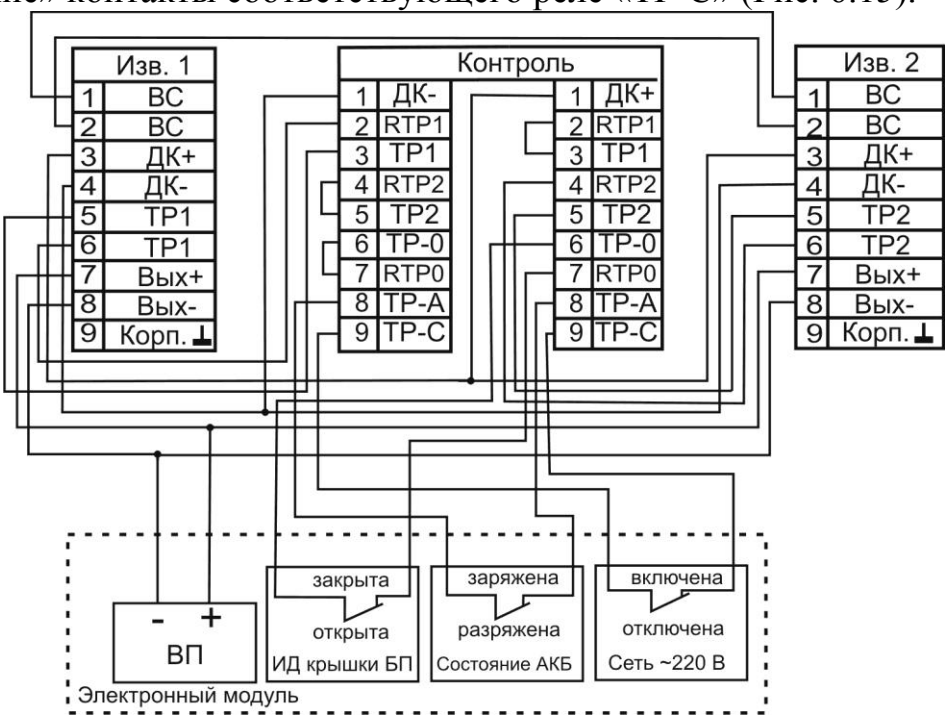

Рис. 6.15
6.4.3.26 При пропадании или выключении сетевого напряжения, гаснет индикатор «сеть» и размыкаются «сухие» контакты соответствующего реле «ТР-С» (Рис. 6.15).